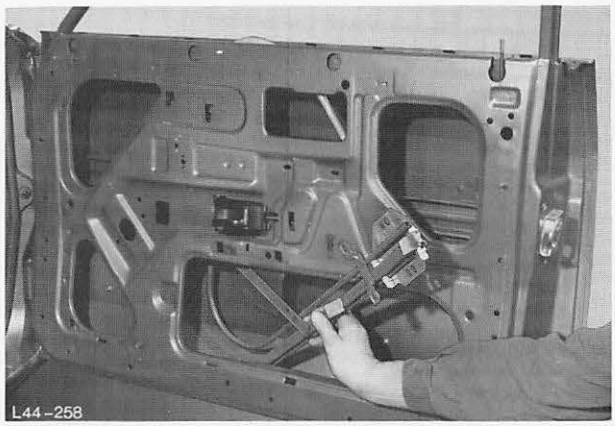

Abb. 129 Kurbelapparat ausbauen
9. Kurbelapparat ausbauen (6 Schrauben). Kurbelapparat durch die untere große Öffnung (mit Kunststoffseilführung zuerst) herausnehmen, Abb. 129.